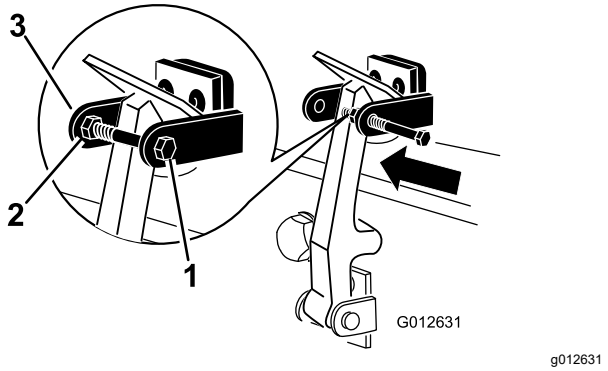

**Figur 18**
7. Skruva i bulten i den andra armen på motorhuvsspärrens fäste för att låsa spärren på plats (Figur 18).